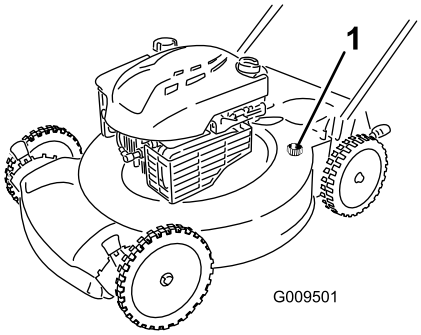

Figure 32
4. Branchez un tuyau d'arrosage relié à l'alimentation en eau au raccord de lavage du carter du tablier de coupe (Figure 32).